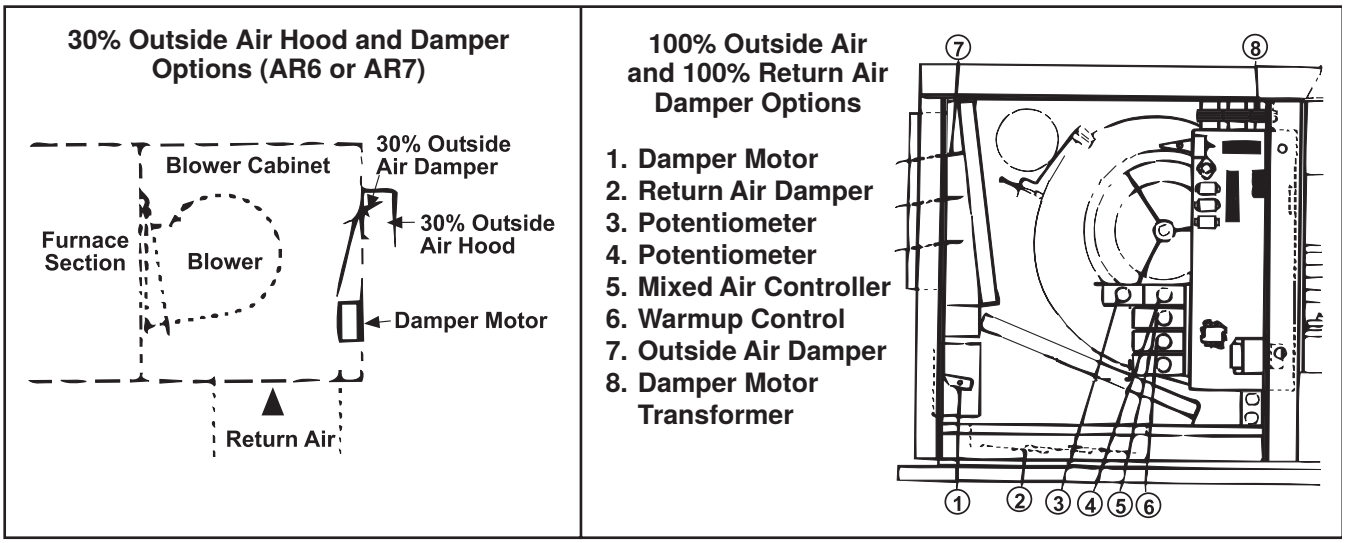

Figure 33. Damper Controls
- For specific damper control options (see **Figure 33**), refer to the wiring diagram provided with the unit. To adjust dampers, refer to the **Damper Linkage Adjustment** section.